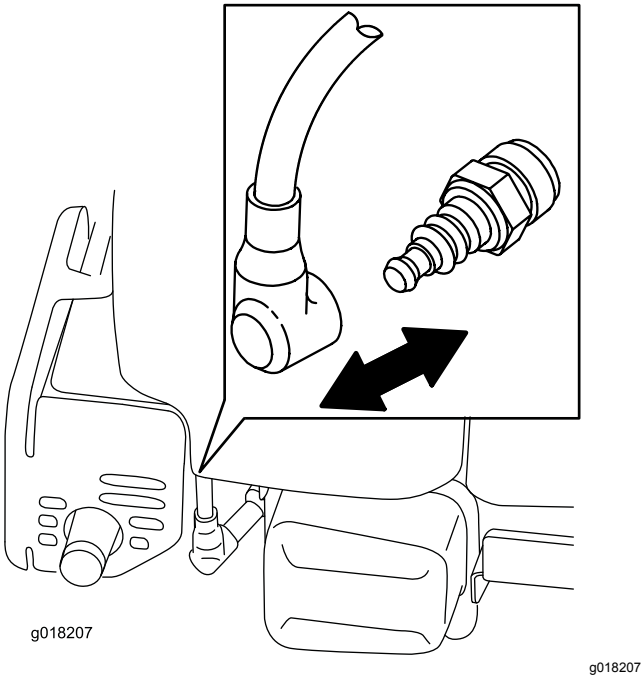

Figur 21
2. Koble fra tennpluggledningen fra tennpluggen (Figur 21) før du utfører vedlikeholdsprosedyrer.